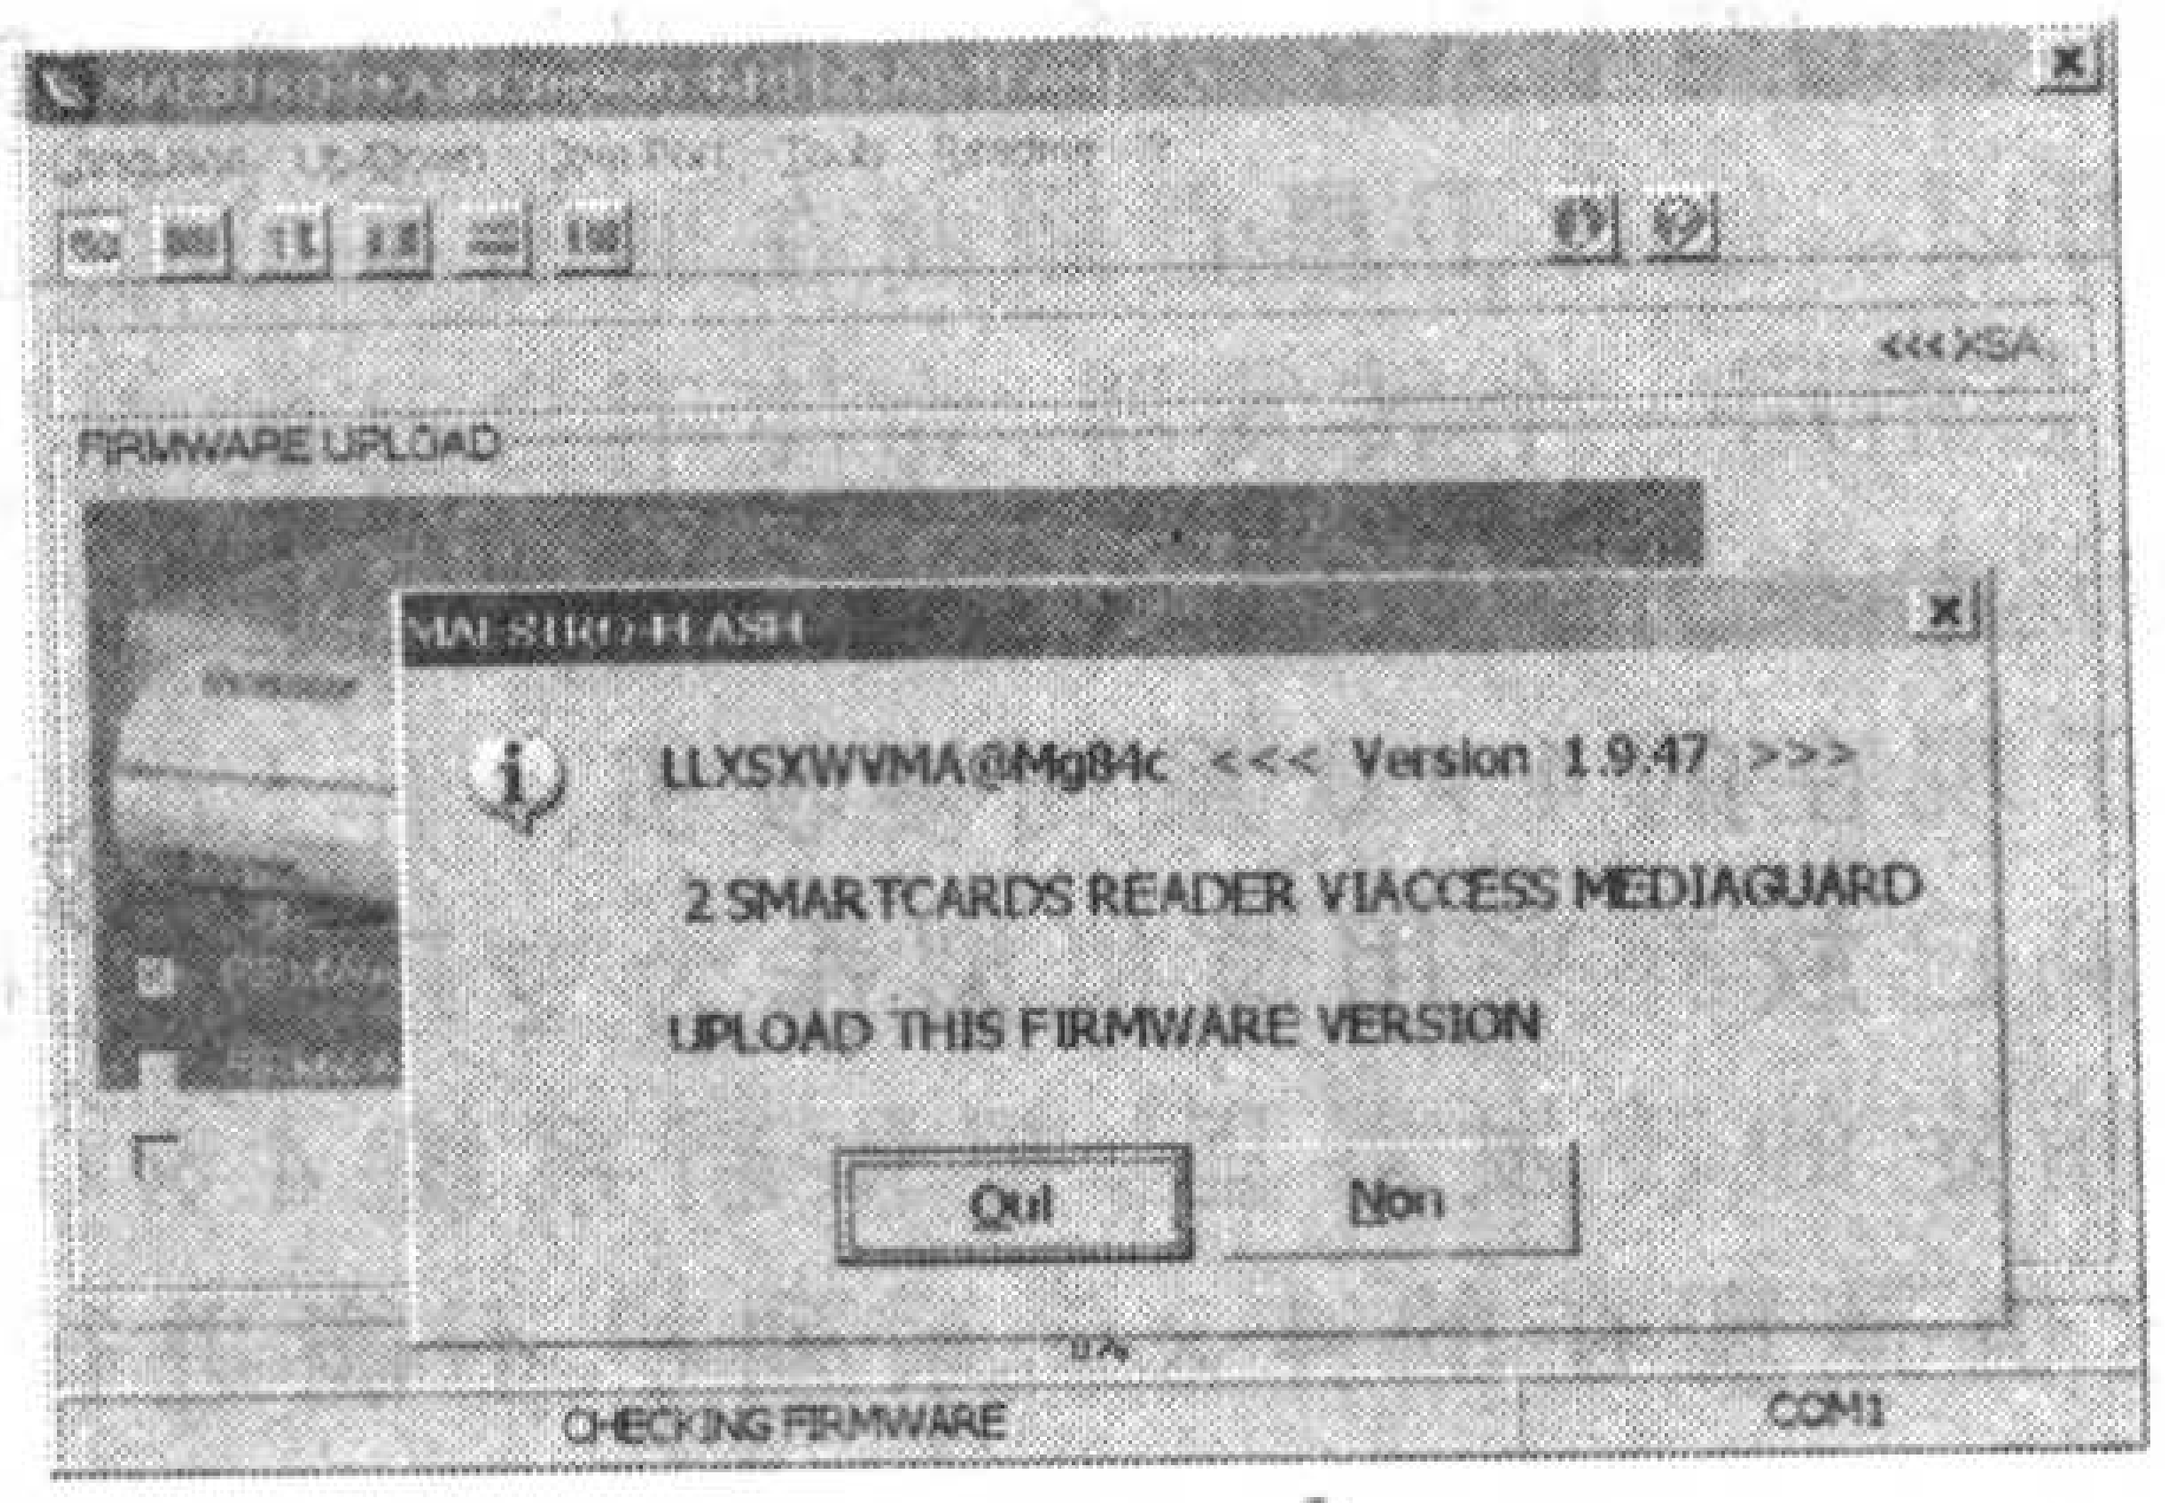

图 24
3. 点击打开，MaestroFlash 软件检查文件，完成后会有一个对话框，其中第一行为系统软件名称及版本号，第二行为读卡器所属加密系统，提示是否上传该软件版本(见图 24)。